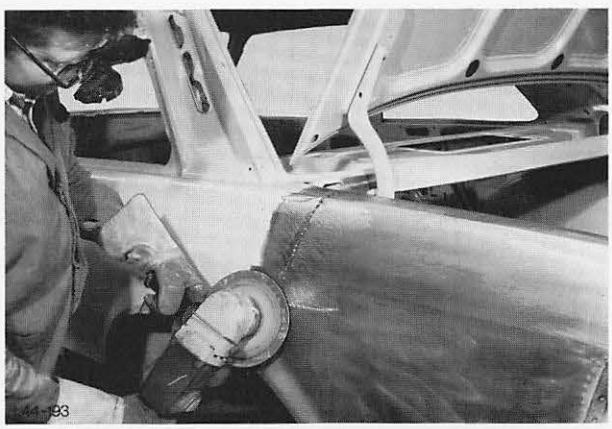

Abb. 190 Schweiß- und Lötstellen putzen
20. Schweiß- und Lötstellen putzen, Abb. 190.